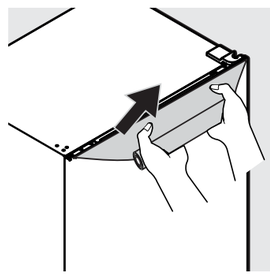

Fig. 3
2. Reúna el exceso de película suelta y enróllela. Luego tire de la película hacia arriba (Fig. 3). Continúe tirando de la película hasta que esté aproximadamente a 2" del borde superior de la puerta. Con un movimiento lento y constante mientras mantiene un ángulo de 45° con el borde superior, tire del resto de la película, comenzando desde el lado izquierdo o derecho hacia arriba contra la tapa de plástico del extremo de la puerta.